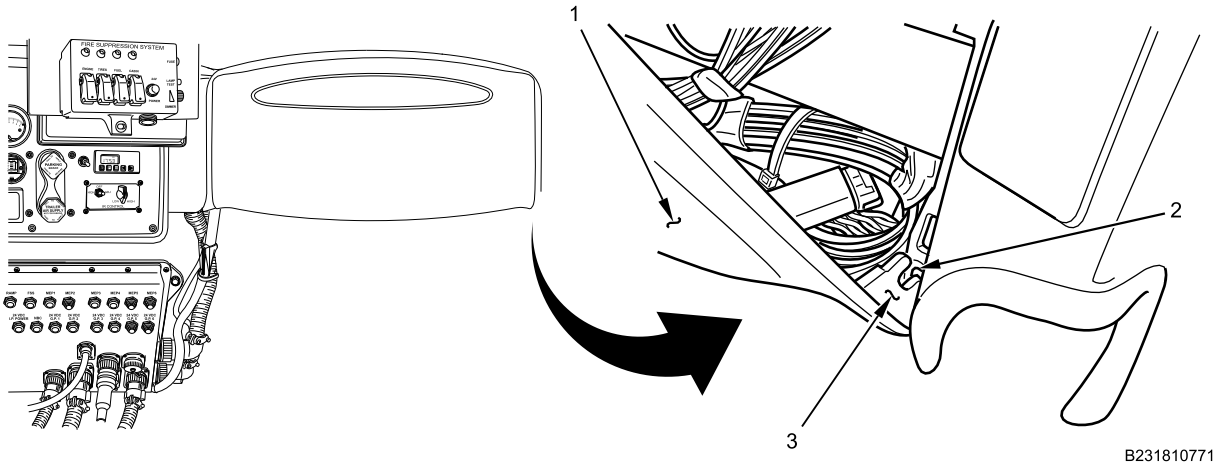

Figure 5. IP Right Side Closeout Fuse Panel Engagement.
3. Install fuse panel (Figure 5, Item 1) by first engaging fuse panel lower hooks (Figure 5, Item 3) on IP slots (Figure 5, Item 2).
4. Push top of fuse panel (Figure 5, Item 1) forward to close fuse panel.